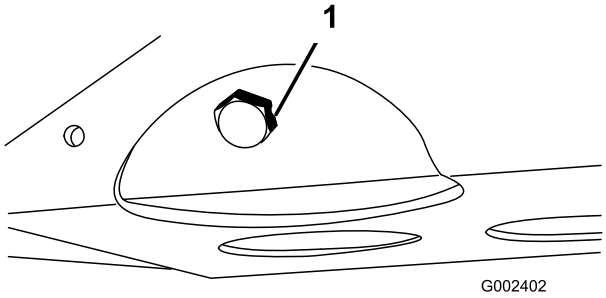

Figur 44
2. Ta bort avtappningspluggen och låt oljan rinna ner i ett avtappningskärl (Figur 44).